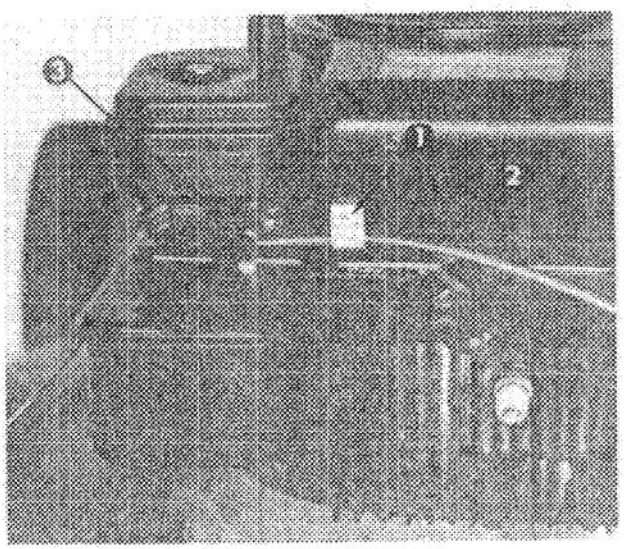

Figure 29
3. Loosen cable clamp screw until throttle cable is free to slide (Fig. 29).
4. Move carburetor control arm to the right until it contacts grounding bracket (Fig. 29). Pull throttle cable slightly to remove any slack, and tighten the cable clamp screw to lock the adjustment in place.